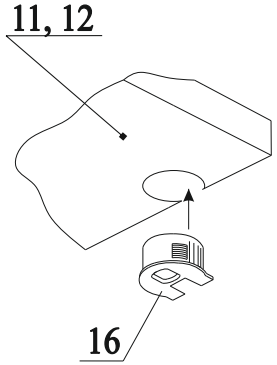

Рис.10
21. В отверстия на деталях 11 и 12 вбить полкодержатель с эксцентриком 16 (рис.10);